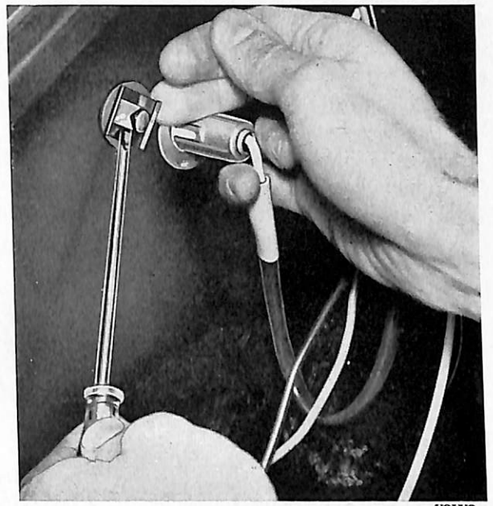

Bild 26. Demontering av lamphus, mellanutf.
3. Skall lamphuset bytas sker detta genom att de tre låsbrickorna lossas med hjälp av en skruvmejsel, se bild 26. Det är lämpligt att vid detta arbete först vika undan sidopappen.